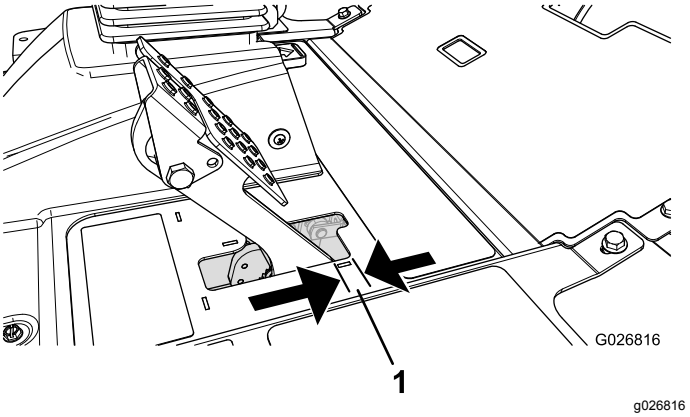

Figur 63
Juster bremserne, hvis bremsepedalen har mere end 2,5 cm fri vandring (Figur 63), eller hvis mere fastholdelseskraft er påkrævet. Fri vandring angiver den afstand, som bremsepedalen kan flyttes, før du mærker bremsemodstand.
2. Tilspænd den bageste møtrik for at flytte kablet bagud, indtil bremsepedalerne har 0,63 til 1,27 cm fri vandring (Figur 63), før hjulene låses.